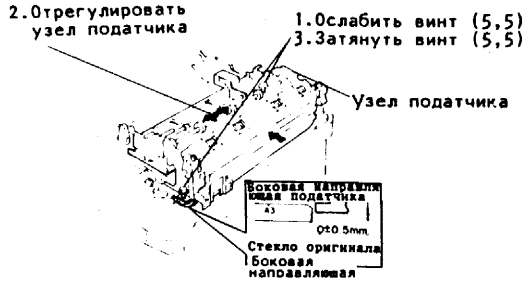

Рис.17.Регулировка узла податчика
(29) Подключить вилку питания и установить машину в режим диагностики. Ввести код цепи "5", код функции "14".
(30) Нажать кнопку "пуск", проворачивать ремень стекла оригинала в течении 15 секунд, после чего нажать на кнопку "стоп/отмена" для остановки.
(31) Проверить зазор между ремнем стекла и боковой направляющей, который был отрегулирован в шаге (22). Если зазор не в норме, снова выполнить регулировку - шаги (21),(29),(30).
(32) Проверить, что зазор между боковой направляющей стекла оригинала и боковой направляющей узла податчика составляет 0±0,5 мм. В противном случае выполнить регулировку (рис.17).